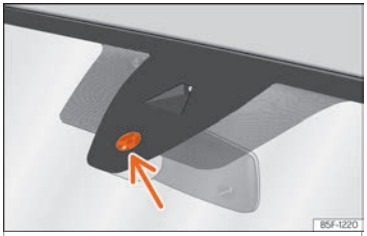

Fig. 108 Surface sensible du détecteur de pluie.
Les causes possibles d'anomalies et d'interprétations erronées *dans la zone de la surface sensible* ››› fig. 108 du détecteur de pluie peuvent être :
- **Nettoyez régulièrement la surface sensible du détecteur de pluie ››› fig. 108 (flèche) et vérifiez l'état des balais.**